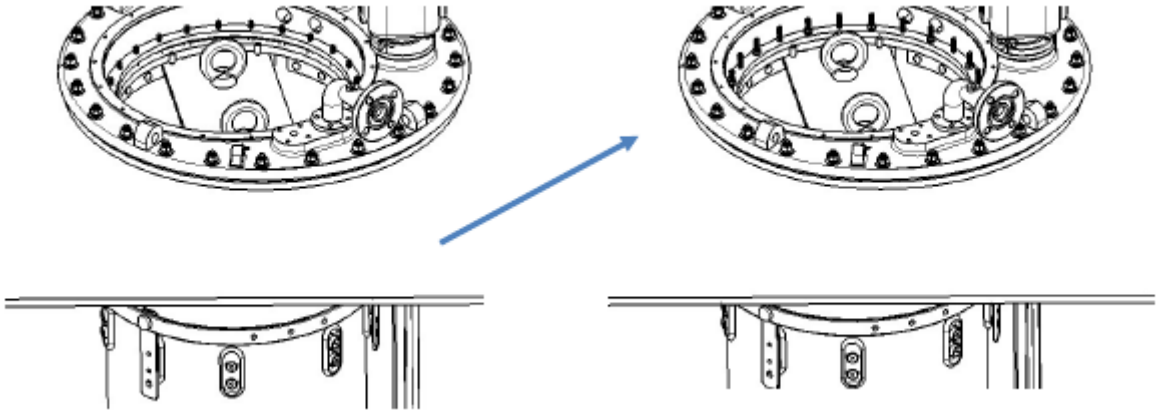

Рис. 17
4. Специальным подъемником чуть приподнять механизм переключения. Необходимо обеспечить правильное расположение крепежных отверстий для всех болтов опорного фланца. (См. рис. 17).